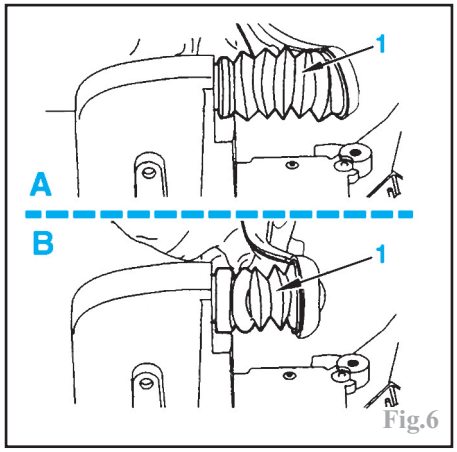

Fig.6
Contrôler que la tige de poussée (1) de l'actionneur est en “position rentrée” (embrayage au repos) (B de la Fig.6).
Si la tige de poussée (1) est en “position sortie” (A de la Fig.6), commander la rentrée de la tige de poussée à l'aide d'un outil de diagnostic.